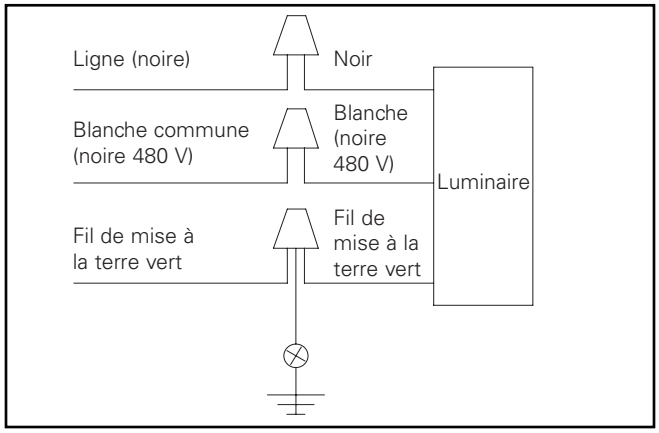

Figure 4.
4. Effectuez les branchements des fils à l'intérieur du bras de fixation. Consultez le schéma de câblage pour les connexions d'alimentation. Raccordez les fils d'alimentation aux fils de sortie appropriés du luminaire: (Figure 4.)
7. Raccordez les fils à l'intérieur du luminaire. Consultez le schéma de câblage pour les connexions d'alimentation. Raccordez les fils d'alimentation aux fils de sortie appropriés du luminaire: (Figure 4.)